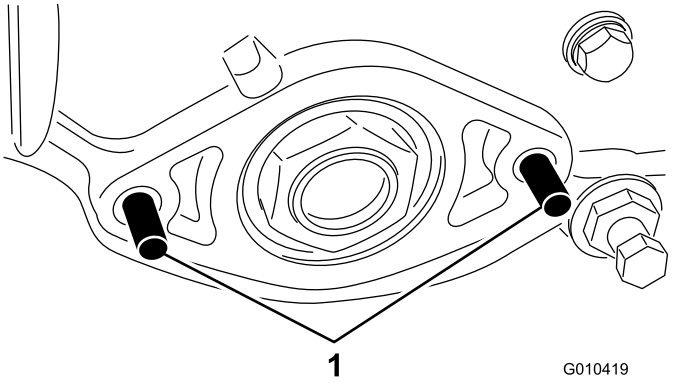

Figura 4
7. Instale 2 parafusos (M8) através da placa lateral esquerda como se mostra na Figura 4.